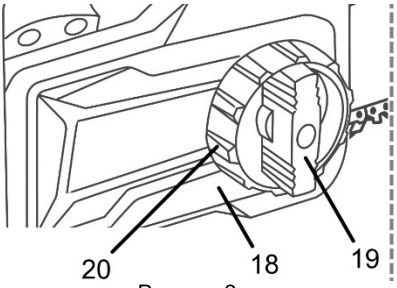

Рисунок 2
- встановіть захисну кришку приводної зірочки (18, рисунок 2) на місце та закріпіть її фіксатором (19, рисунок 2).
- послабте фіксатор (19, рисунок 2), прокрутивши його проти годинникової стрілки на 1-2 оберти;
- обертайте рукоятку регулювання натягу ланцюга (20, рисунок 2) за годинниковою стрілкою для натягування, або проти годинникової стрілки для ослаблення натягу ланцюга;